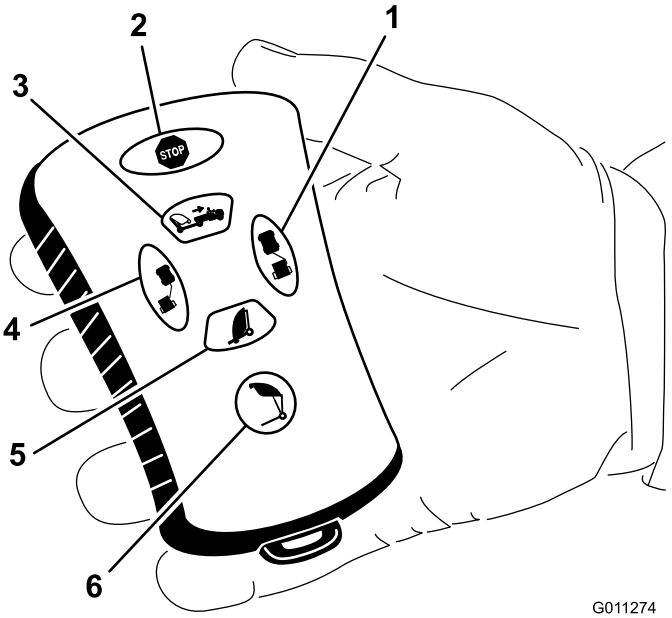

Figur 25
- Tryck på tömningsknappen (Figur 25).
- Tryck sedan på vänster flyttningsknapp (Figur 25).
- Tryck sedan på höger flyttningsknapp (Figur 25).
- Tryck sedan på och håll in tömningsknappen (Figur 25).
- Tryck på uppsamlarens nedsänkningsknapp för att sänka tråget (Figur 25).